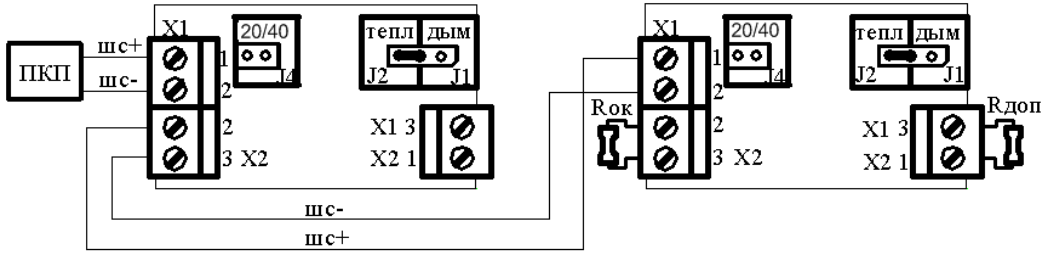

Рисунок 2
1) схема 1 – имитация работы пожарного теплового извещателя с нормально-замкнутым контактом. Сигнализация осуществляется путём увеличения внутреннего сопротивления извещателя (рисунок 2);